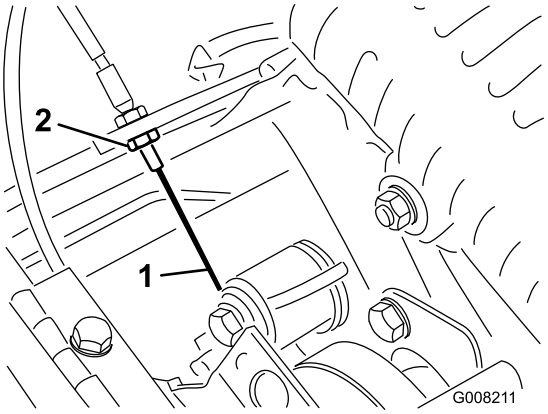

Figur 42
3. Hvis du ønsker å øke kabelspenningen, må du løsne på den fremre og stramme den bakre låsemutteren på kabelen (Figur 42) helt til du trenger en kraft på 3 til 4 kg for å koble til trekkontrollen.